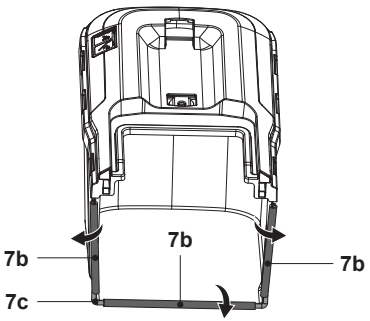

**Fig. 5**
1. Prinde cele trei cleme din cauciuc (7b) pe tija de susținere (7c) a colectorului de iarbă (7) (fig. 5).